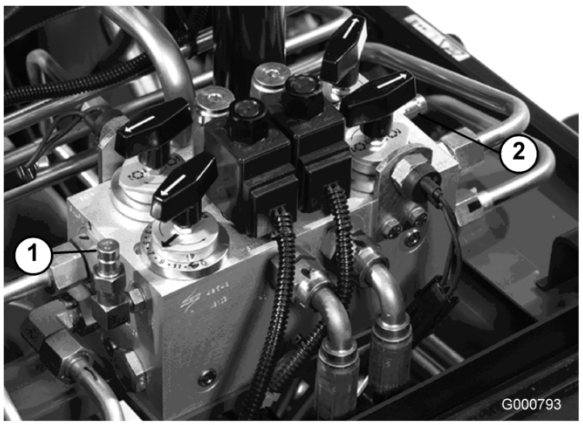

Figuur 68
2. Testpoort B (Figuur 68) wordt gebruikt om problemen met het hydraulische circuit voor de frontmaaidekken te verhelpen.
3. Testpoort C (Figuur 68) wordt gebruikt om problemen met het hydraulische circuit voor de achterste maaidekken te verhelpen.